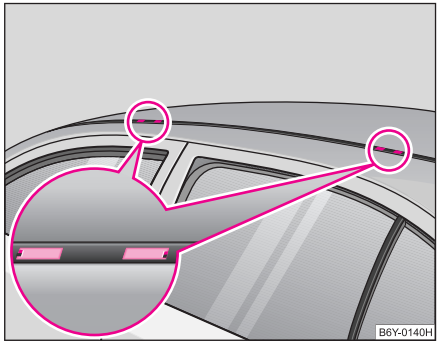

Fig. 66 Puncte de fixare ale suportului principal
– Îndepărtați capacele de material plastic ⇒ fig. 66 cu atenție cu o şurubelniță subțire, pentru a nu deteriora vopseaua autovehiculului.